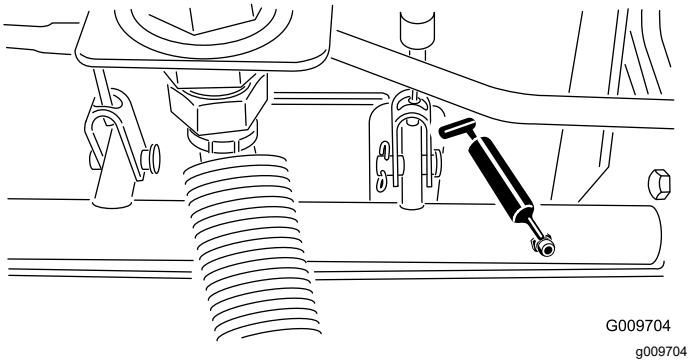

Рисунок 79
- Шарнирные опоры вала тормоза (5 шт.) (Рисунок 79)